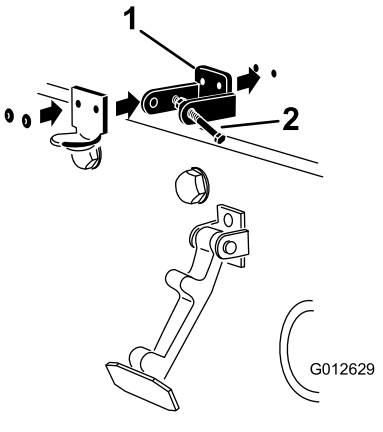

图 7
4. 对准安装孔的同时将锁定支架和机罩闩锁支架放到机罩上图 7。
6. 用铆钉将支架和垫圈铆定到机罩 (图 7)。